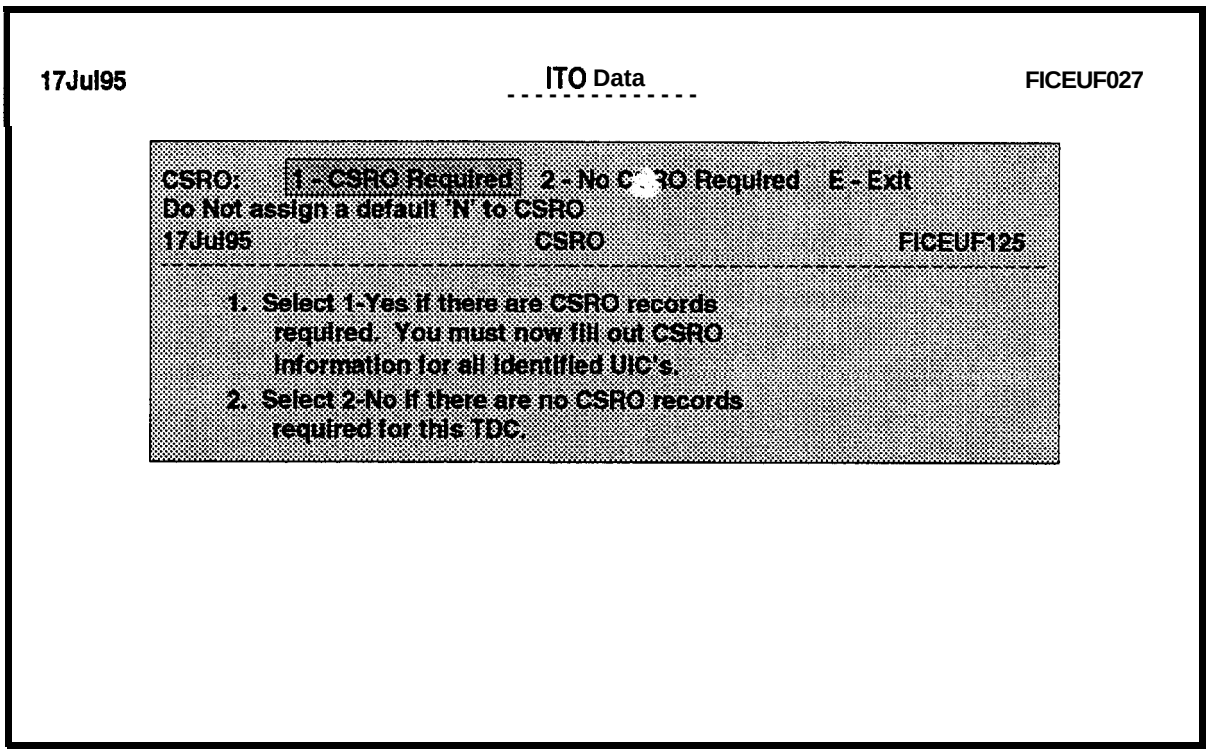

Figure 6-32. CSRO Data Screen
(1) If you are entering **CSROs** for a TDC for the **first** time, the CSRO window will be displayed with the CSRO: ring menu at the top of the window, as shown in Figure 6-32. You have the option of manually entering the CSRO setting for each unit in exercise, or defaulting the CSRO setting for all units to N.